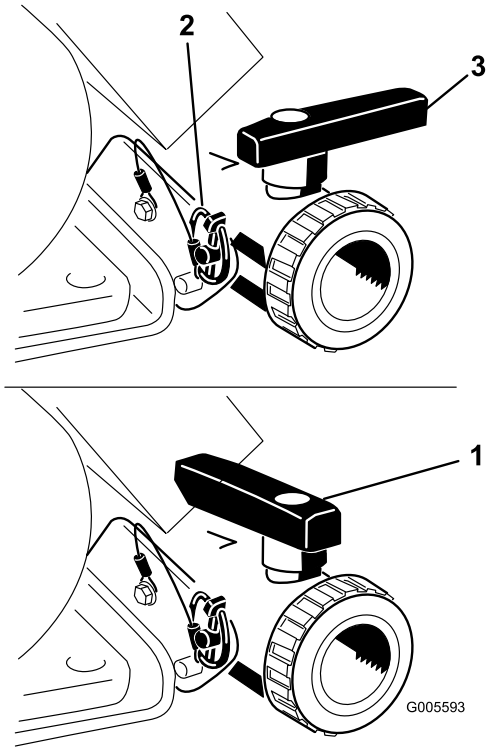

Figur 20
Öppna ventilen för att tömma tanken på eventuellt oanvänt material, och bortskaffa detta i enlighet med lokala bestämmelser och tillverkarens anvisningar (Figur 20). Efter tömningen ska du ta bort ringsprinten på fästet som fäster tömningsventilen på maskinen, och lägga ner ventilen på marken. På så sätt kan eventuellt oanvänt material i ledningen rinna ut.
3. När tanken har tömts helt ska du montera ventilen på ramen med den ringsprint som togs bort tidigare, och stänga tömningsventilen (Figur 20).